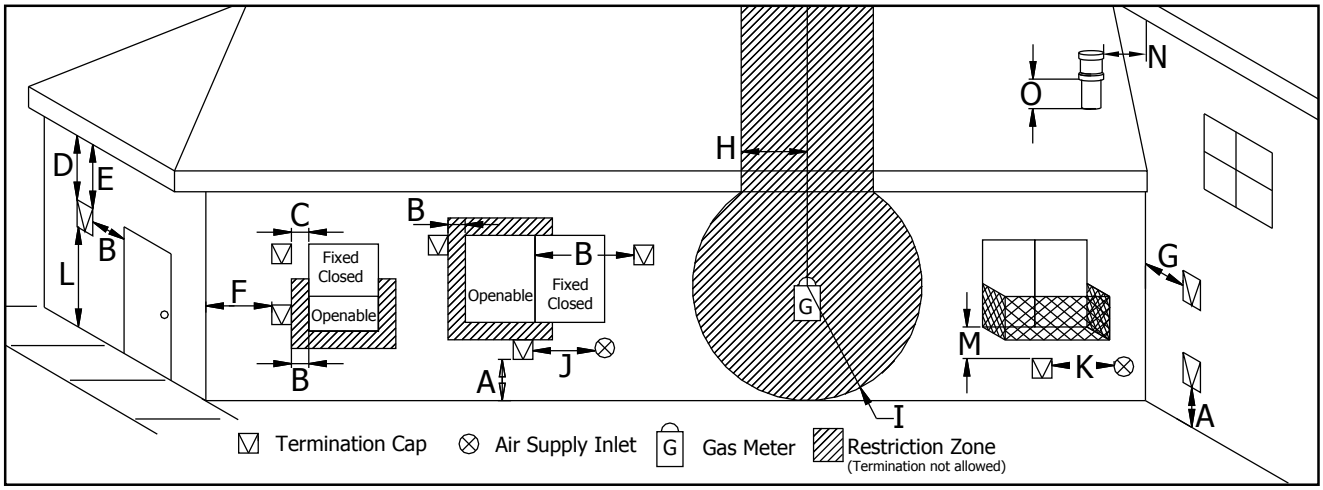

**Figure 17. Vent Termination Restrictions, refer to Table 2.**
**Table 2: Vent termination clearances, refer to Figure 17.**